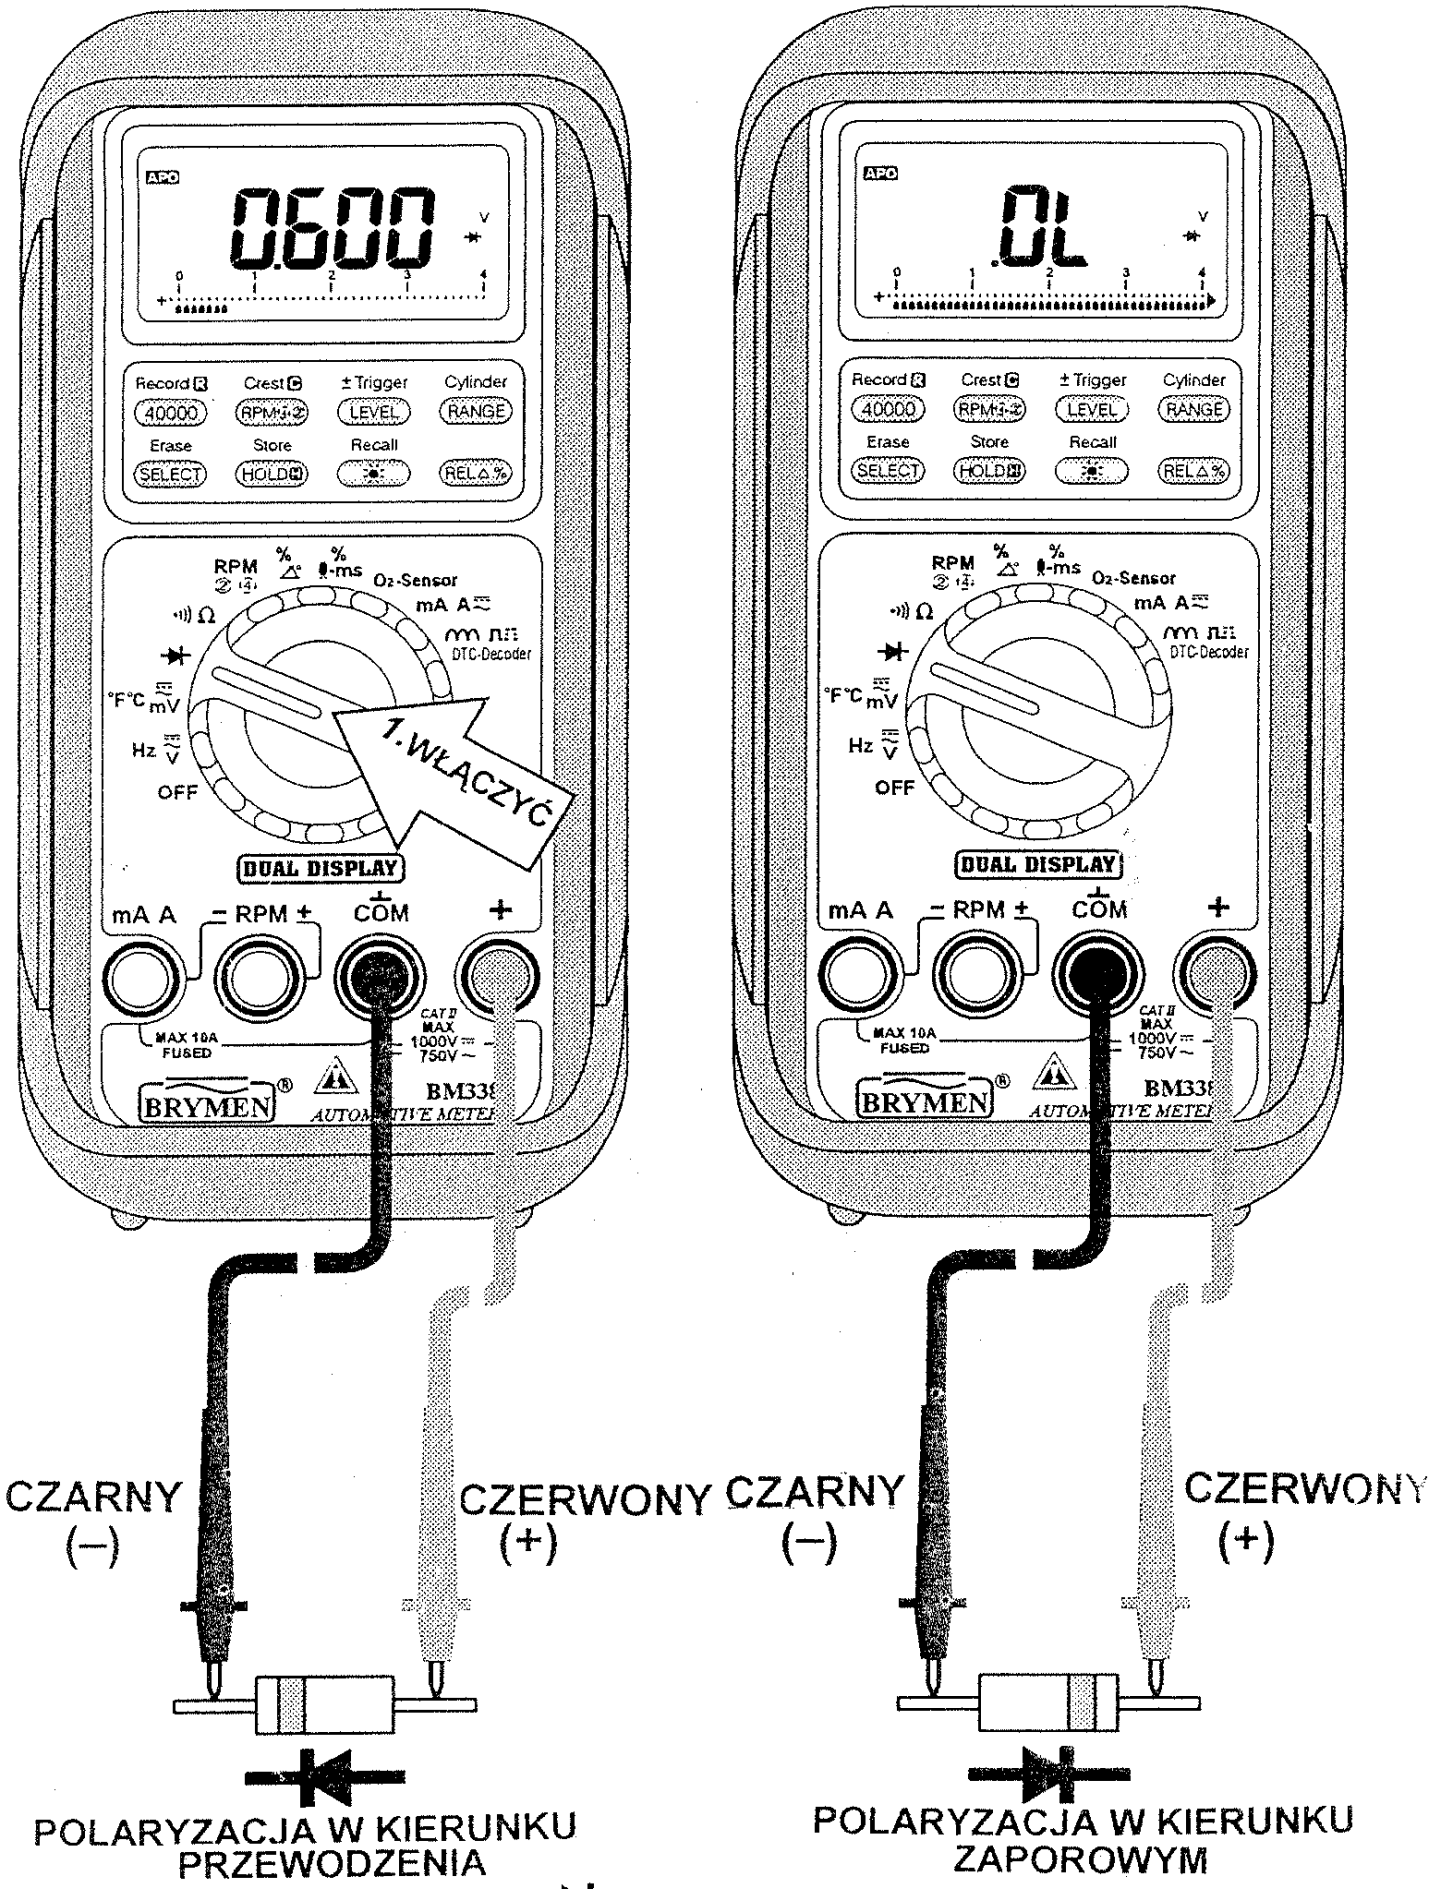

Rys. 6 Test diody
3) Pozostałe końce przewodów pomiarowych połączyć z końcówkami sprawdzanej diody, zgodnie z rys. 6 i obserwować wskazanie wyświetlacza.